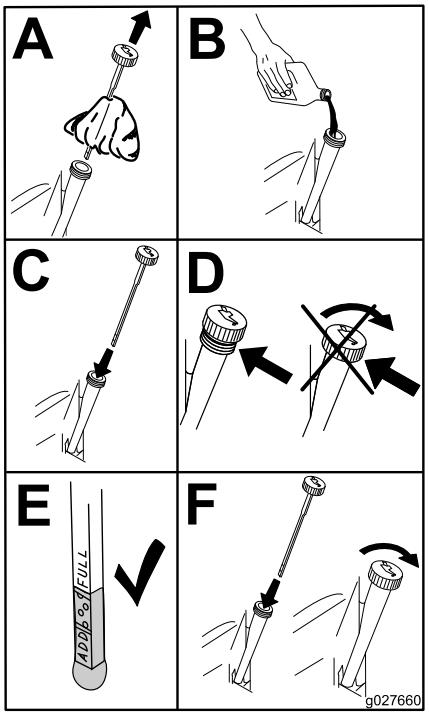

Figur 55
5. Häll långsamt ca 80 % av den angivna oljan i påfyllningsröret och tillsätt långsamt ytterligare olja tills den når markeringen **Full** (Figur 55).